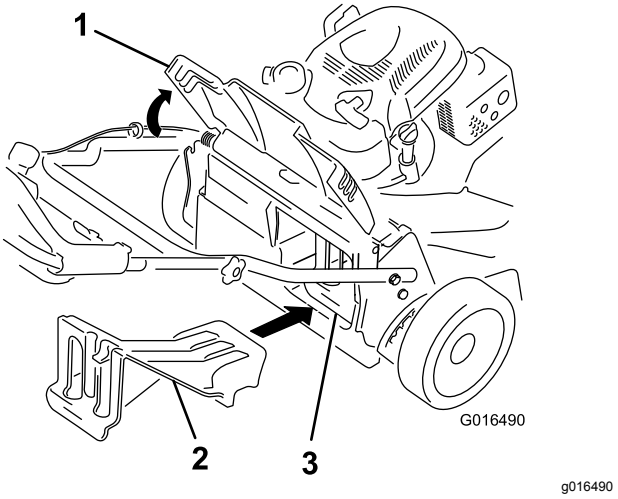

Figure 25
- If the rear-discharge plug is not installed, grip it by the handle, raise the rear door, and insert it into the rear-discharge chute until the latch locks into place; refer to Figure 25.
Important: **Ensure that the rear-discharge plug is in place before you recycle the clippings (Figure 25).**